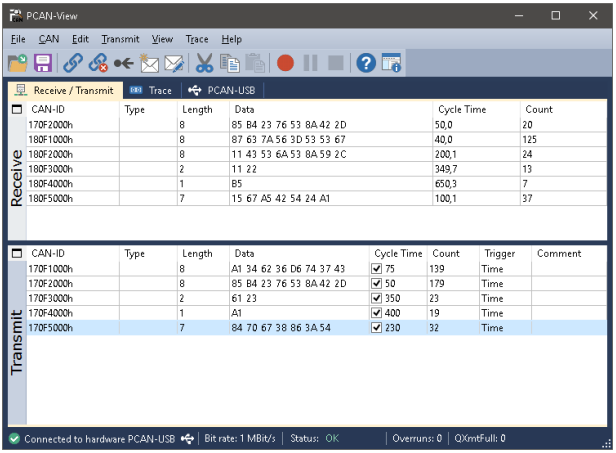

Abbildung 11: Registerkarte Senden/Empfangen
6. Bestätigen Sie abschließend die Angaben im Dialogfenster mit **OK**. Das Hauptfenster von PCAN-View erscheint (siehe Abbildung 11).